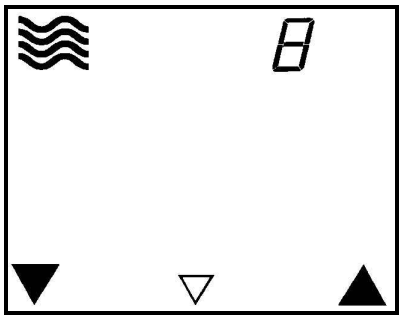

Rys. 17
1. Proszę wybrać program "Ustawienie wskaźnika odkamieniania", patrz rys. 17.
2. Proszę wybrać żądane ustawienie za pmocą przycisku (13).